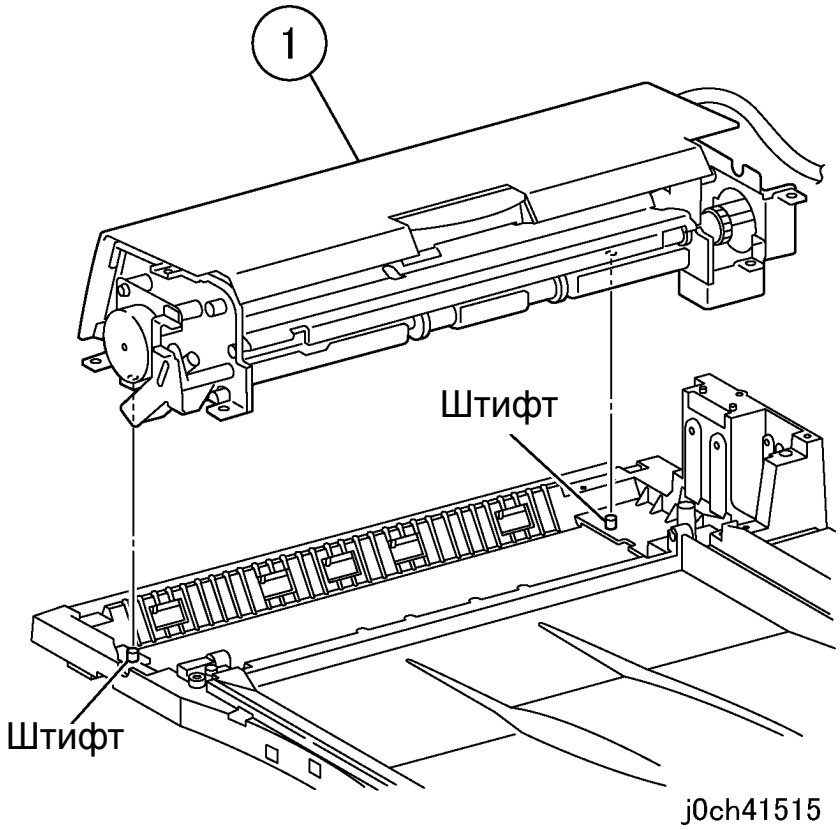

Рисунок 6 Снятие DADF/ADF (j0ch41515)
10. Снимите узел податчика DADF/ADF (рисунок 6).